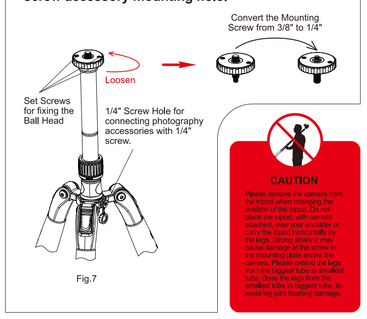

Fig.7
7. Use of Mounting Screw, Set Screw and 1/4 screw accessory mounting hole. (Fig.7).